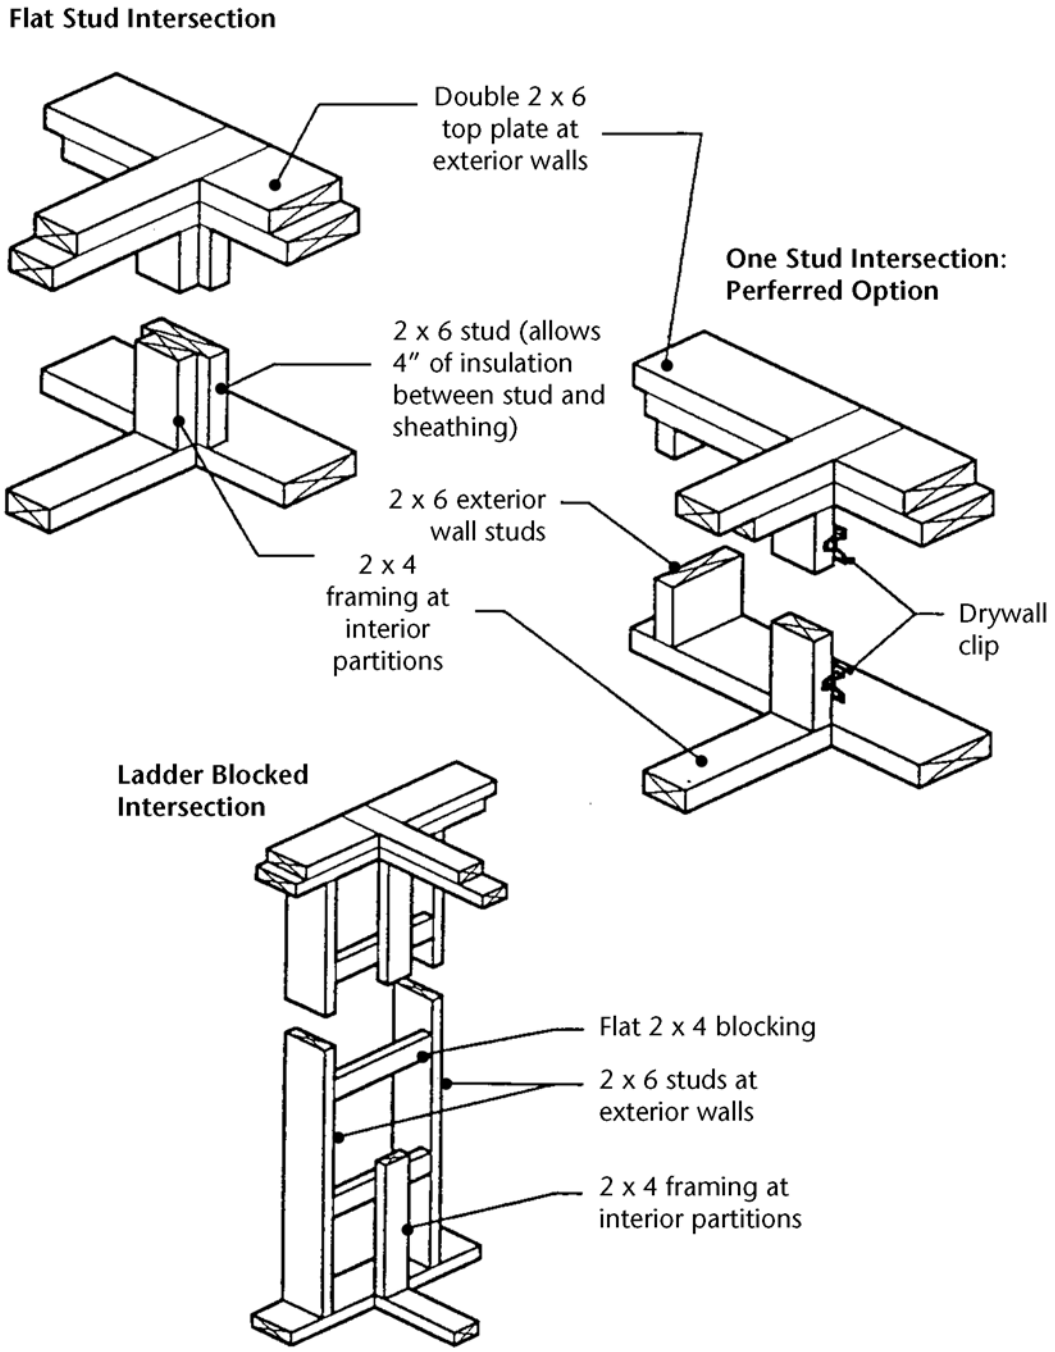

Figure 3-13
- Partition wall intersections with exterior are framed to accommodate insulation of the exterior wall (see Figure 3-13);